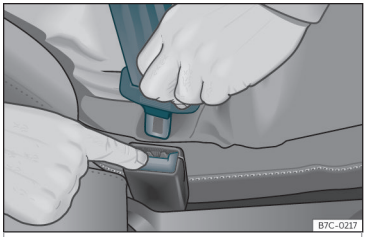

Fig. 10 Rilasciare la linguetta della chiusura della cintura.
- Premere il tasto rosso della chiusura ››› **fig. 10**. La linguetta uscirà dalla chiusura.